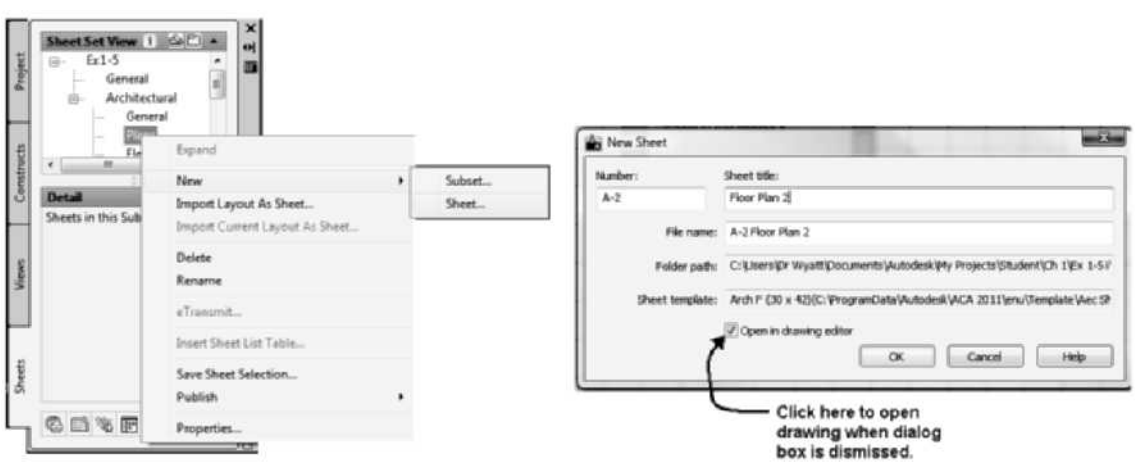

FIGURE 1.88 *Creating a Sheet*
19. To create a sheet, choose the **Sheets** tab of the Project Navigator. Expand Architectural category. Choose the **Plans** category, right-click, and choose **New > Sheet** to open the **New Sheet** dialog box. Type **A-2** in the **Number** field and **Floor Plan 2** in the **Sheet title** edit field, as shown in Figure 1.88. Verify that Arch F (30 × 42) **[ISO A0 841 × 1189]** is the sheet template. Select the *Open in drawing editor* checkbox. Select **OK** to dismiss the New Sheet dialog box. The title block and border should be displayed at the right.